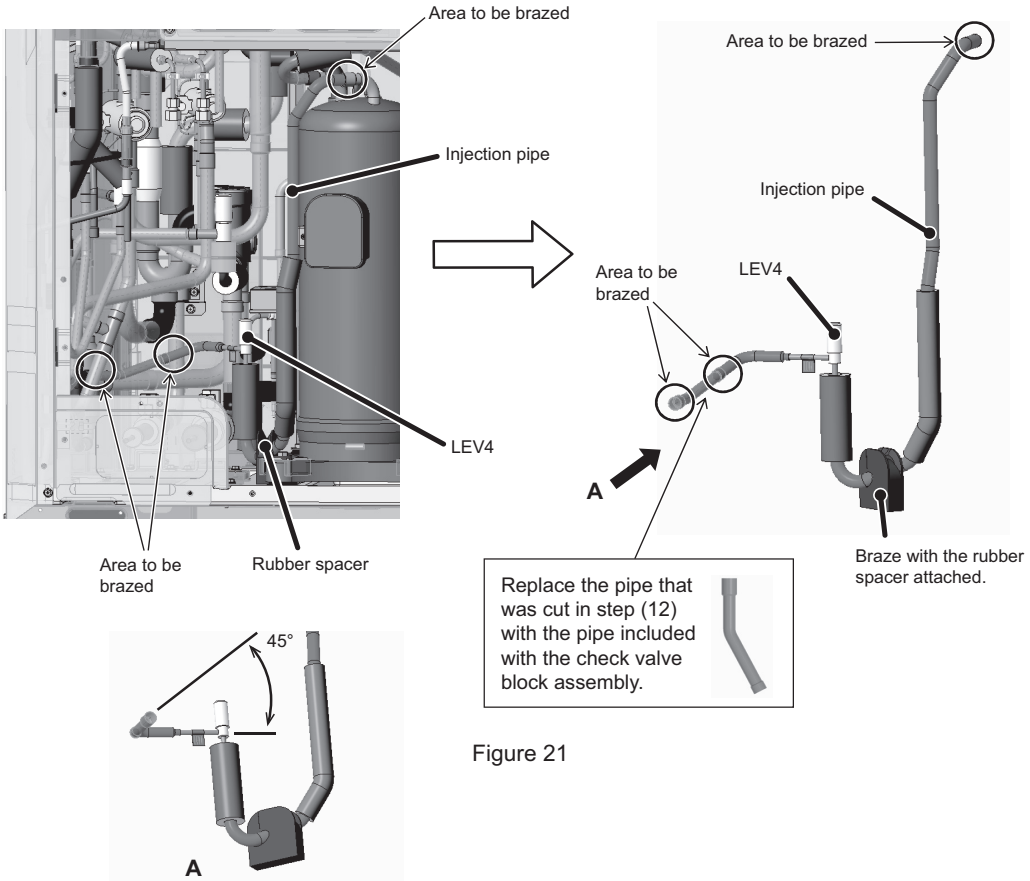

Figure 21
(21) Re-place the LEV4 assembly that was removed in step (11) as it was. (3 areas to be brazed. See Figure 21.) (EP72, 96, 120, and 144 only.)